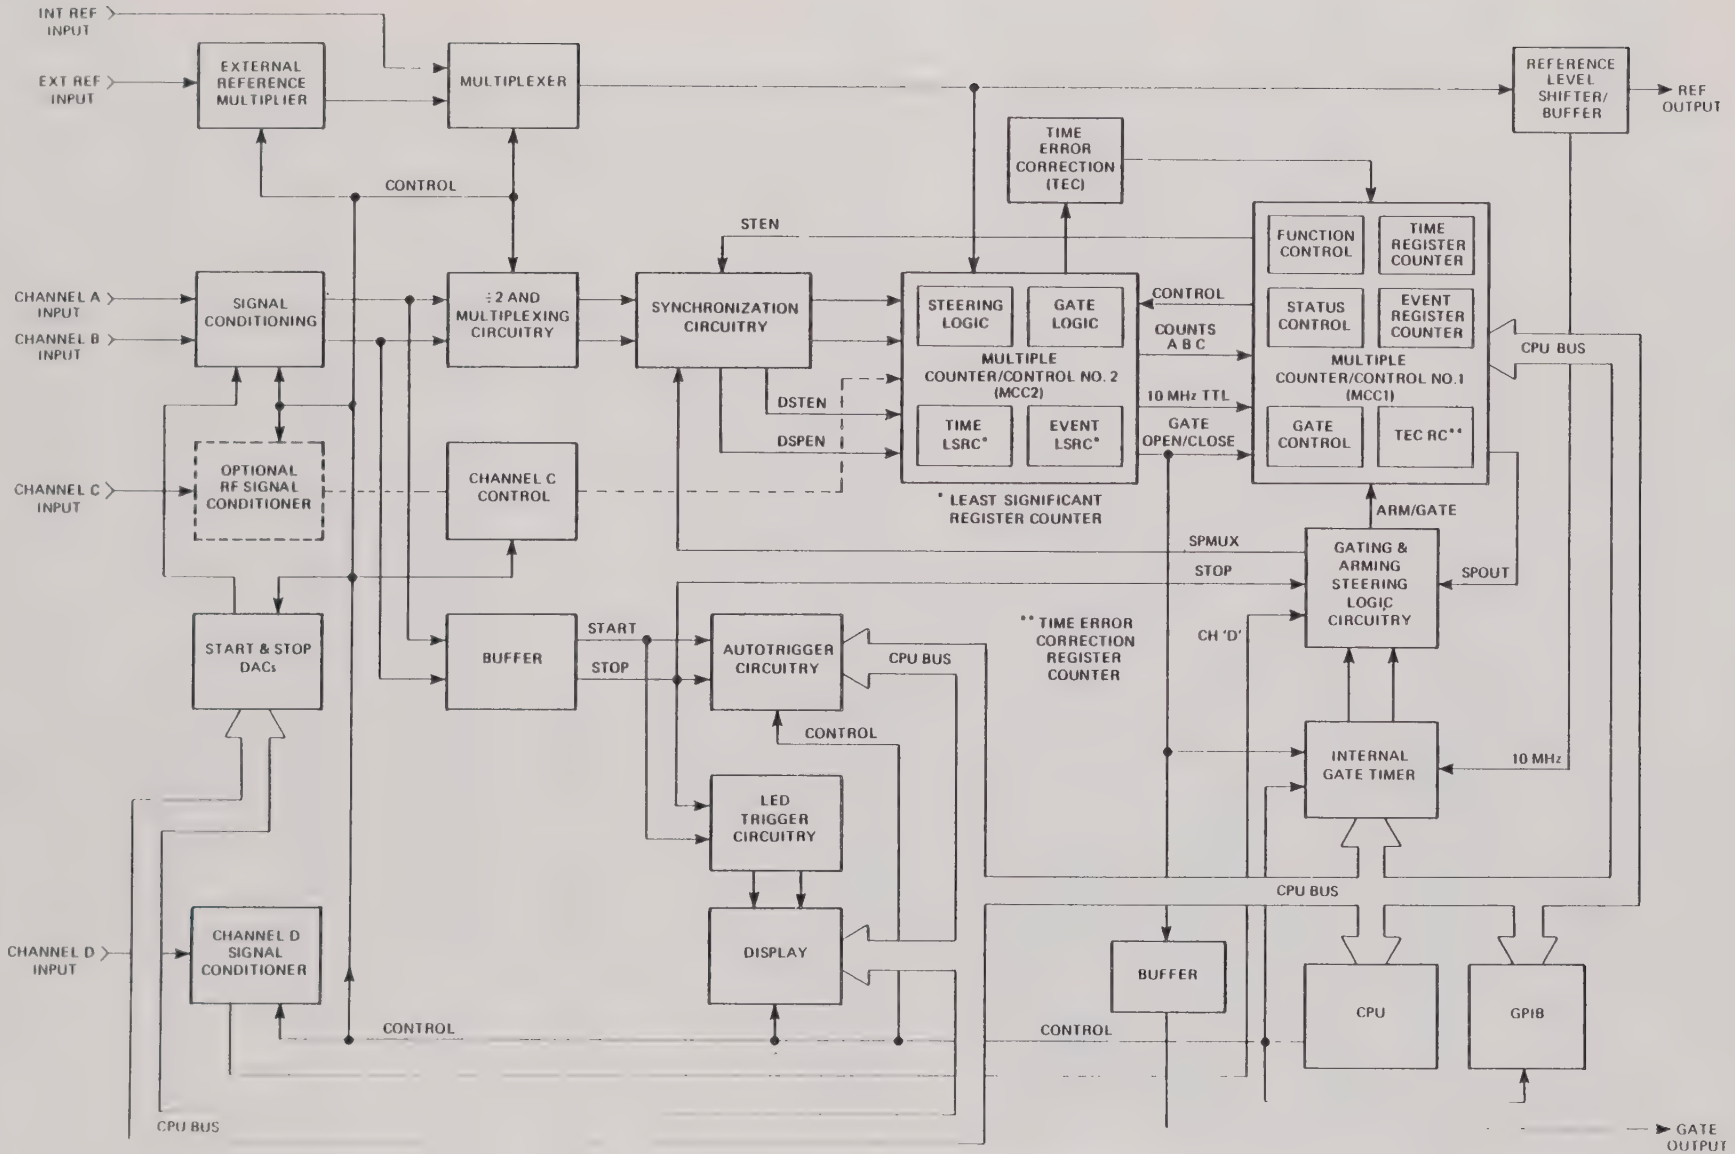

Figure 5.1 – Simplified Overall Block Diagram
5.1.2 The theory of operation provided is based on the simplified overall block diagram shown in Figure 5.1. Key circuit blocks of the 1995/1996 are described and supported in this section using simplified block and schematic diagrams. These diagrams supplement the complete schematics found in Section 7 of this manual. As much as possible, the simplified schematic and block diagrams provided here are annotated with the same reference designators found in the complete schematics. This should facilitate cross-referencing between this section of the manual and the schematics.
5.2.1 The 1995/1996 counter is divided into 11 major functional blocks. Most of these blocks are located on the instrument's motherboard. The front panel block, signal conditioner block, measurement block, and channel C block are incorporated on separate board(s) which plug into the motherboard. Figure 5.1 provides an overall simplified block diagram of the 1995/1996 counter. The following is a list of these 11 functional blocks:
5.2.2.1 As one reads through the General Information and Theory of Operation sections of this manual, it might prove helpful to refer to the Overall Block Diagram found in Figure 5.1.